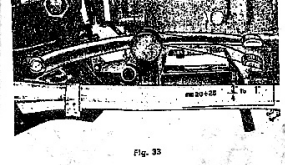

Fig. 34
**Suspension arrière avec amortisseurs hydrauliques** (voir fig. 34)